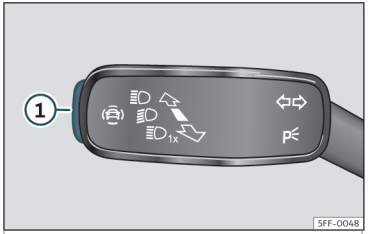

Fig. 57 On the turn signal and main beam lever: button for driver assistance systems (depending on versions).
- Briefly press the>>> **Fig. 57** ① button to open the **Assistants** menu.